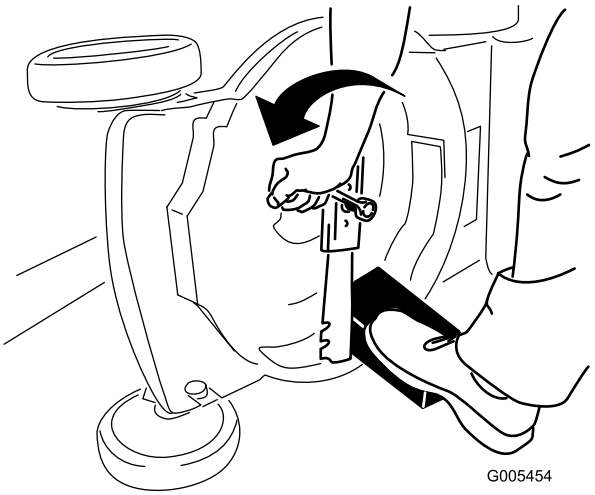

Figuur 34
3. Gebruik een blok hout om het mes stil te houden (Figuur 34).
4. Verwijder het mes en bewaar alle bevestigingselementen (Figuur 34).